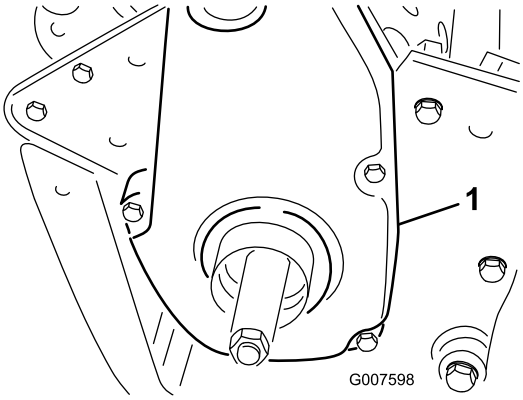

Figura 40
1. Retire a cobertura dos parafusos de montagem da correia e a cobertura da correia (Figura 40).